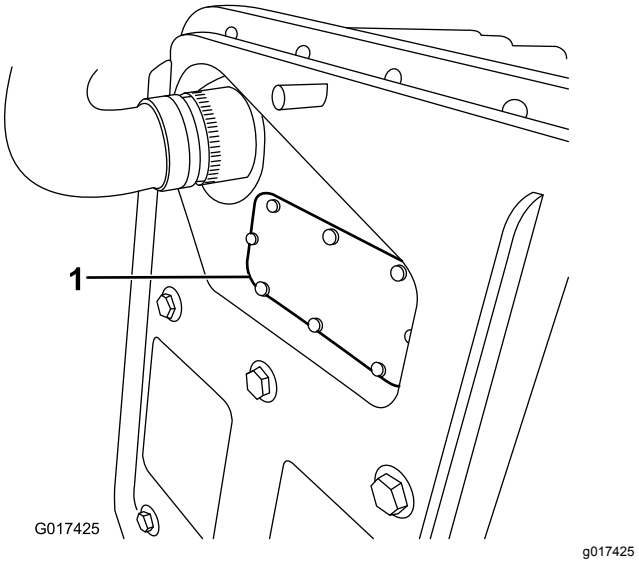

Figuur 43
B. Verwijder het zekeringdeksel (Figuur 43).